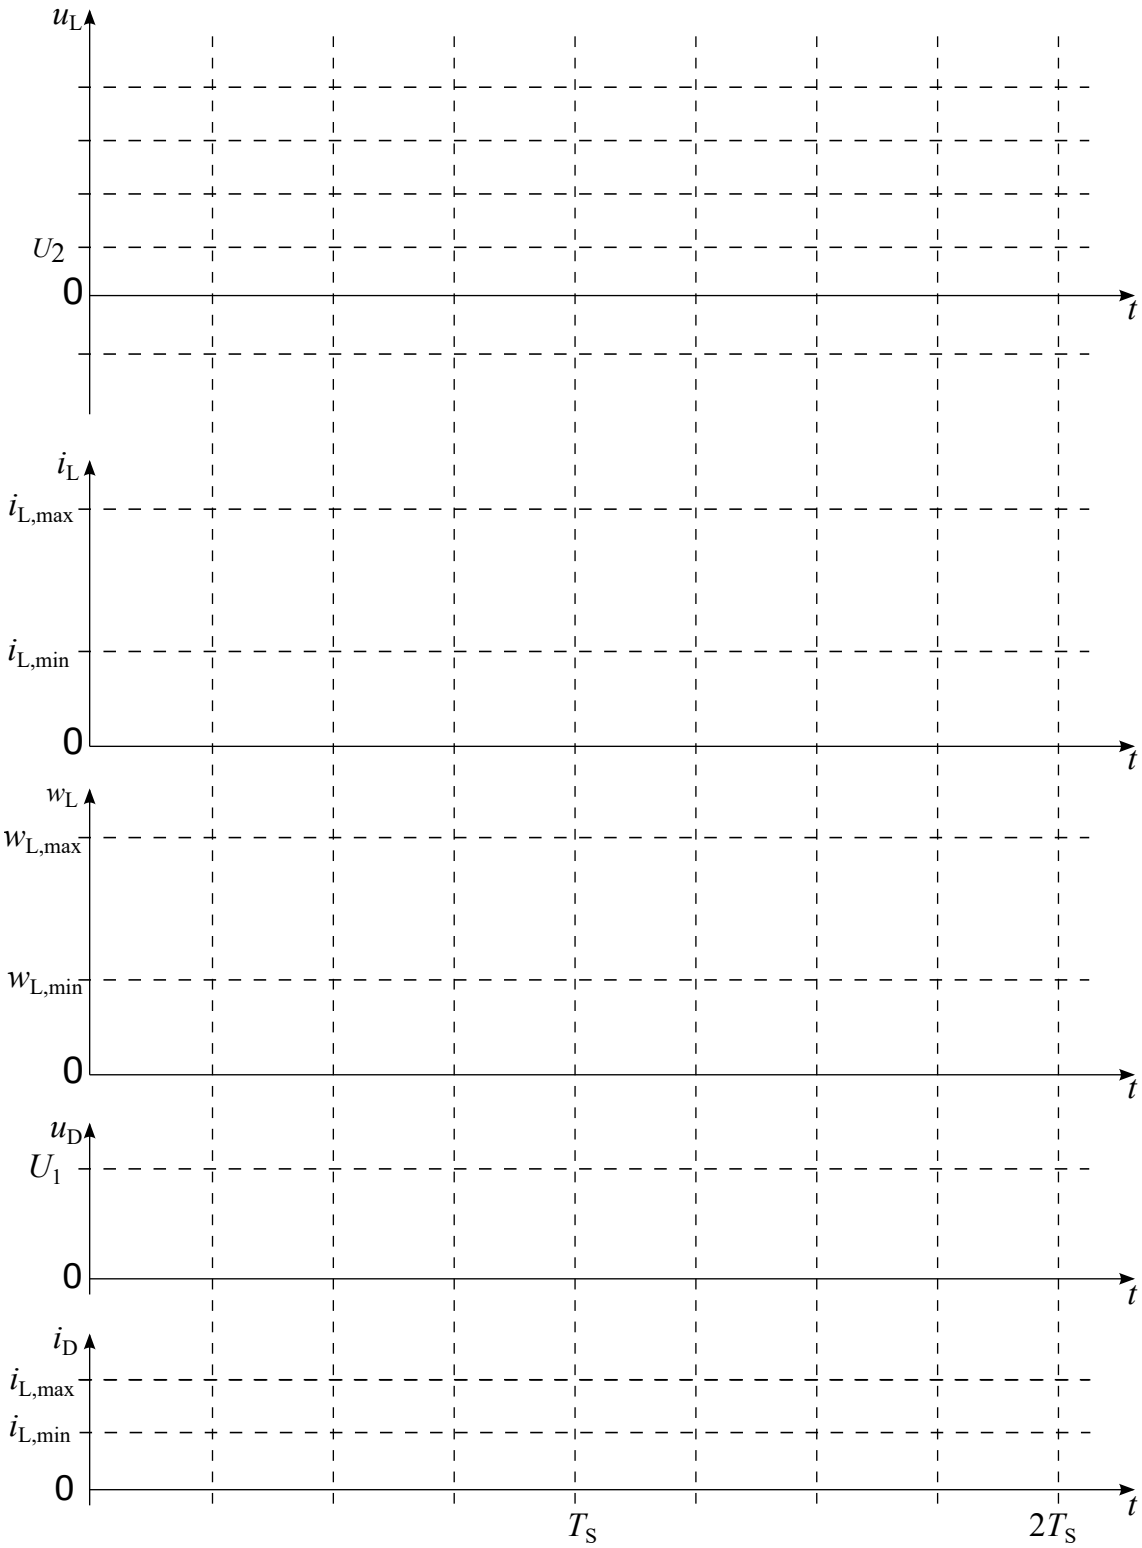

Abbildung 1.2: Verlauf von $u_L(t)$, $i_L(t)$, $w_L(t)$, $u_D(t)$ und $i_D(t)$
4. Skizzieren Sie in Abbildung 1.2 für das Tastverhältnis $D = 0{,}25$ zwei volle Taktperioden der folgenden Verläufe: